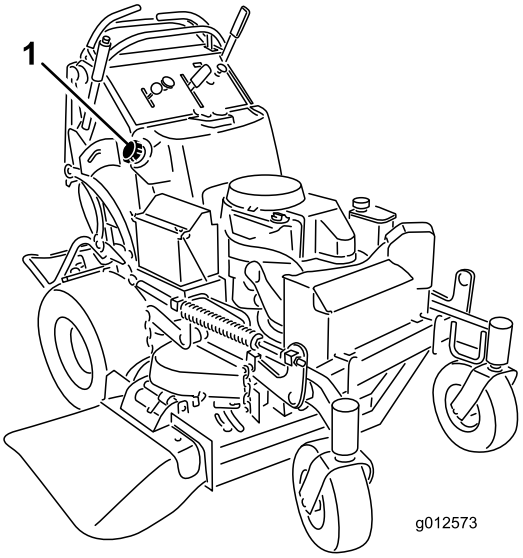

Figura 51
5. Servendovi della pompa a mano, travasate il carburante in una tanica pulita adatta (Figura 51).